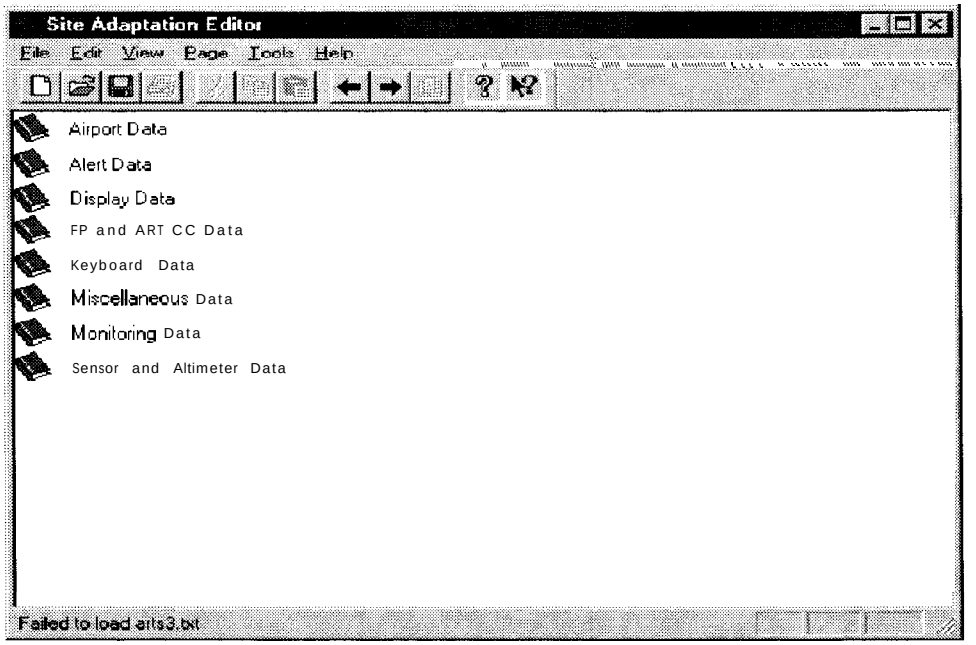

FIGURE 4-34. SITE ADAPTATION LOAD ERROR MESSAGE DISPLAYED IN STATUS BAR
(3) A load error message is displayed in the status bar (Figure 4-34).